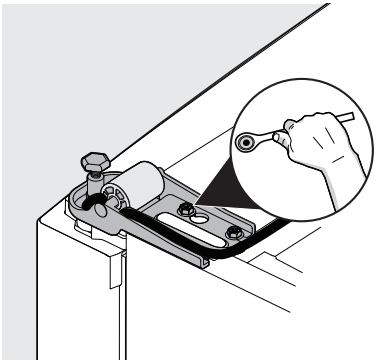

Figure 4
7. Remove the bottom hinge using 5/16″ (8mm) wrench (see Figure 4).